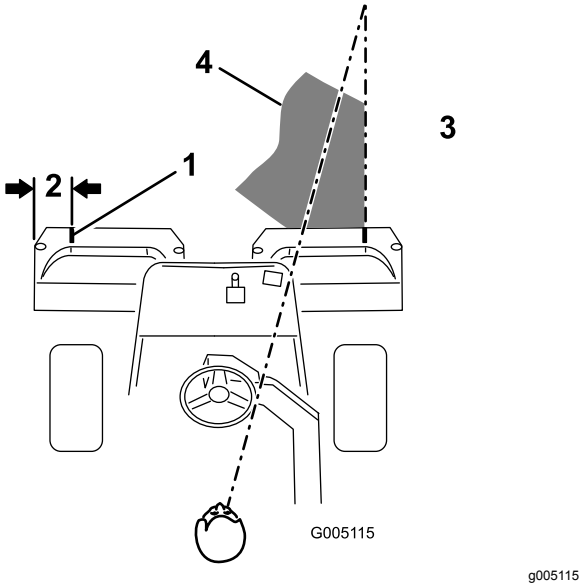

Figuur 12
2. Bevestig een strook witte tape of zet een streep op elke mand, die evenwijdig loopt aan de buitenrand van elke mand Figuur 12)